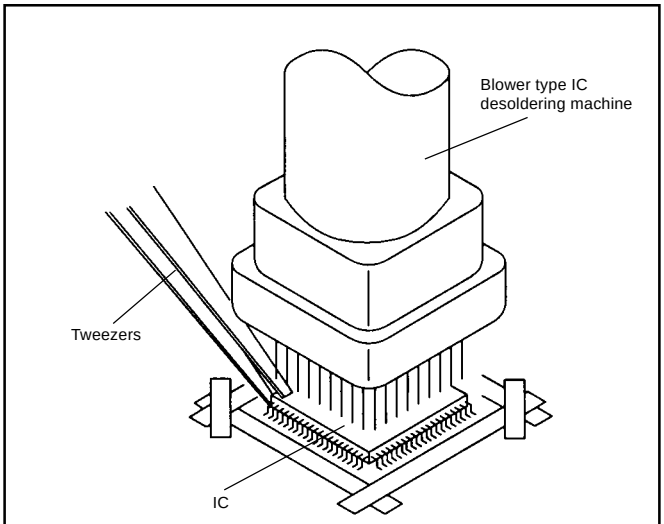

Fig. 4-3
3. When IC starts moving back and forth easily after desoldering completely, pickup the corner of the IC using a tweezers and remove the IC by moving with the IC desoldering machine. **(Refer to Fig. 4-3.)**